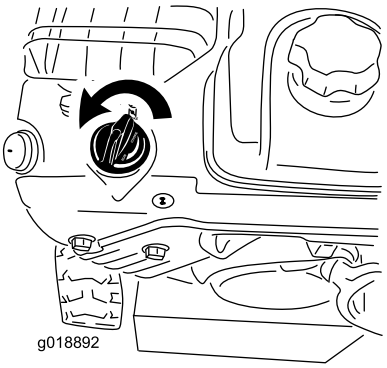

Рисунок 24
5. Поверните заслонку в положение Choke (Заслонка) (Рисунок 24).